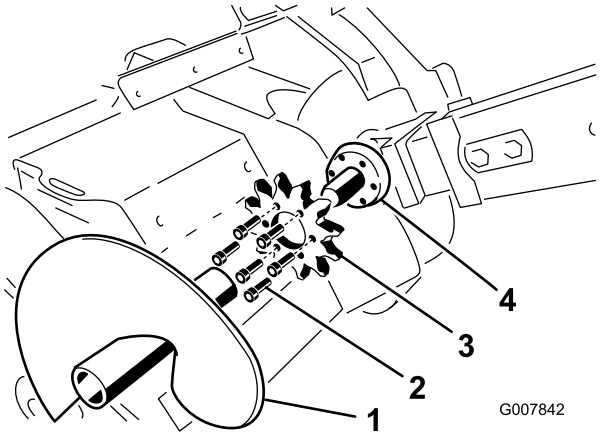

Rysunek 61
3. Usuń świder do hałd (Rysunek 61).
8. Usuń sześć śrub mocujących napędowe koło łańcuchowe (Rysunek 61).
9. Usuń i wyrzuć napędowe koło łańcuchowe (Rysunek 61).
10. Oczyść powierzchnię montażową koła łańcuchowego na koparce do rowów (Rysunek 61).
11. Wsuń nowe koło łańcuchowe na wał (Rysunek 61).
12. Dokręć ręcznie sześć śrub mocujących koło łańcuchowe (Rysunek 61).